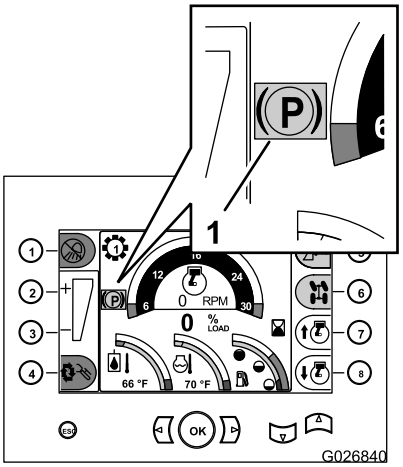

Рисунок 12
Примечание: На дисплее центра управления появится красный индикатор стояночного тормоза (Рисунок 12).
- Если вы останавливаете двигатель без включения стояночного тормоза, машина включит стояночный тормоз и на дисплее центра управления появится желтый индикатор стояночного тормоза (Рисунок 12).